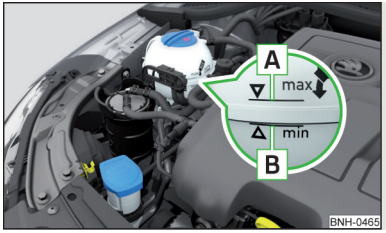

Fig. 139
The description of the coolant is shown in the coolant expansion reservoir » Fig. 139 *on page 141*.
- Do not fill the coolant above the mark A » Fig. 139 *on page 141*.
Coolant expansion reservoir » Fig. 139
› Check the coolant level in the coolant expansion tank » Fig. 139.
If the engine is warm, the test result may be inaccurate. The level can also be above the mark A » Fig. 139.